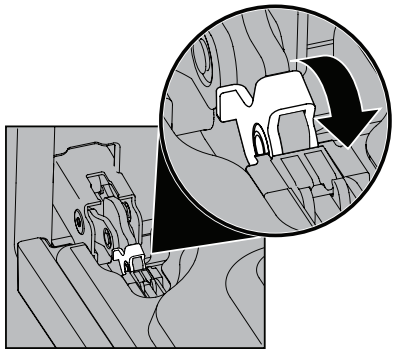

Figure 21: Serrure de charnière de porte
2. Tirez vers l'avant le verrou situé sur chaque support de charnière du four jusqu'à ce que le verrou s'arrête. Vous devrez peut-être appliquer une petite pression vers le haut sur le verrou pour le tirer vers le haut (Figure 21).
4. Poussez les verrous des charnières de droite et de gauche vers le haut et dans le cadre du four jusqu'à ce qu'ils soient en position verrouillée (Figure 21).